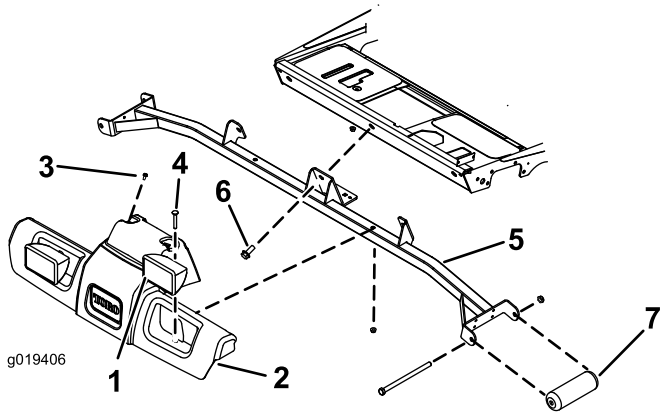

**Figur 2**
1. Frakobl forlygternes ledningsstik fra traktionsenhedens ledningsnet (Figur 2).
2. Fjern de (2) skruer, der fastgør den øverste del af platformsafskærmningen til traktionsenheden (Figur 2). Gem skruerne.
3. Fjern de (2) bræddebolte og møtrikker, der fastgør forlygterne og platformsafskærmningen til støtteenheden (Figur 2). Gem bolte og møtrikker.
4. Fjern platformsafskærmningen fra støtteenheden (Figur 2).
5. Fjern de (3) skruer, der fastgør støtteenheden til traktionsenhedens ramme (Figur 2). Gem skruerne med henblik på senere montering.
6. Fjern skruerne og møtrikkerne, der fastgør frontrullerne til støtteenheden (Figur 2). Gem skruerne, møtrikkerne og rullerne, men kasser støtteenheden.
8. Monter støtteenheden på traktionsenhedens ramme med de (3) skruer, som du fjernede tidligere (Figur 2).
9. Placer platformsafskærmningen og forlygterne på støtteenheden og traktionsenheden, så monteringshullerne flugter (Figur 2).
10. Monter platformsafskærmningen og forlygterne på støtteenheden med de bolte og møtrikker, som du fjernede tidligere (Figur 2).
11. Monter platformsafskærmningens øverste del på traktionsenheden med de skruer, som du fjernede tidligere (Figur 2).